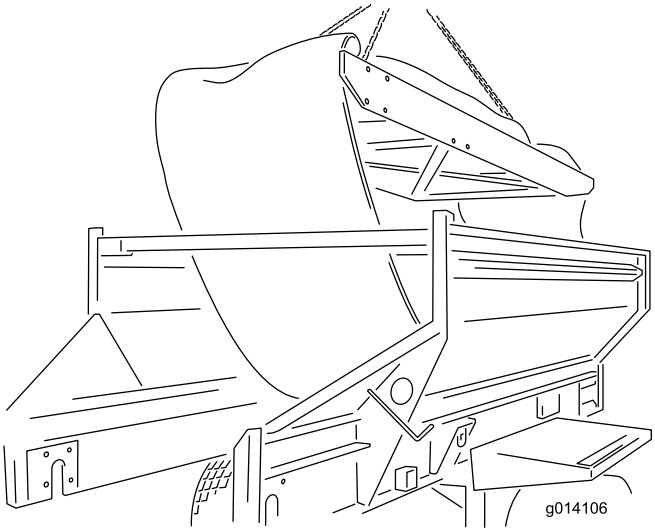

Figur 49
24. Afmonter indsatsen ved at løfte den ud fra toppen af maskinen. Anbring den på jorden (Figur 49).